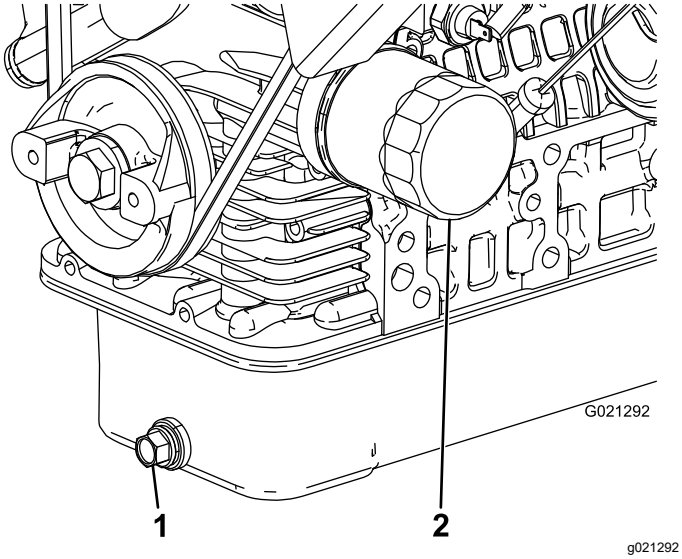

Figura 37
2. Retire el tapón de vaciado y deje fluir el aceite a un recipiente apropiado (Figura 37).
4. Retire el filtro de aceite (Figura 37).